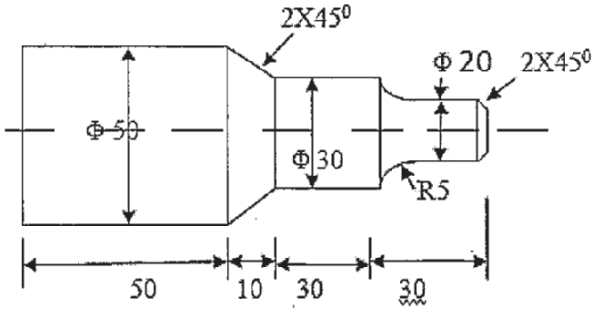

Fig. No. 1 (All dimension are in MM)
b) Write a CNC program in G and M code to turn a part as shown in fig No. 1. Also write a remark for each block. **[12]**